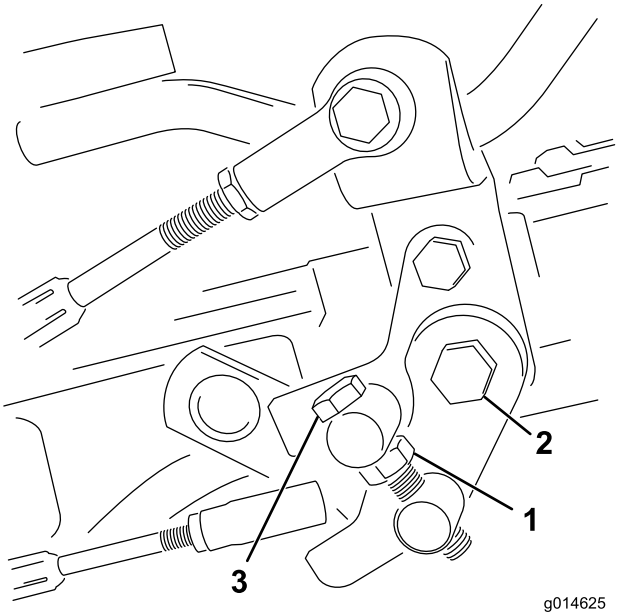

Figur 50
1. Lossa kontramuttern på justeringsbulten (Figur 50).
4. Dra åt kontramuttern på justeringsbulten och muttern på pedaltappen för att låsa justeringen (Figur 50). Kontrollera justeringen och ändra vid behov.